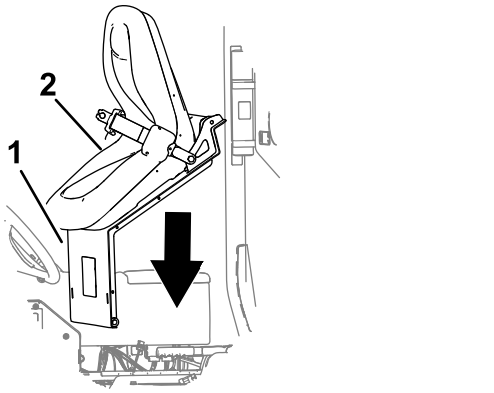

Rysunek 220
1. Ustaw fotel z płytą fotela na ramie maszyny (Rysunek 220).